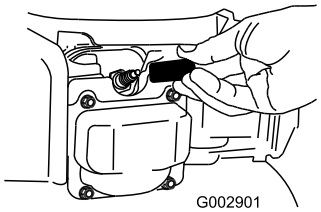

**Figur 37**
2. Kobl tændrørskablet fra tændrøret (Figur 37), før du udfører nogen form for vedligeholdelsesarbejde.